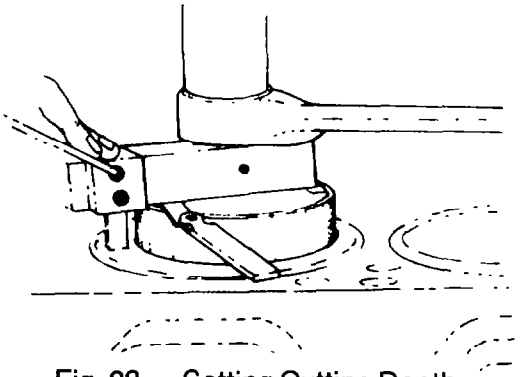

Fig. 23 — Setting Cutting Depth
a. Insert the cylinder head grooving tool J-22877, backwards so that the cutting bit comes in contact with the face of the head rather than the fire ring groove. Insert two 0.20 mm (0.008 in.) feeler gauges between the base and the bit holder (see fig. 23). Loosen the bit holding screw and allow the bit to rest on the face of the cylinder head. Tighten the bit in this position and remove the feeler gauges.